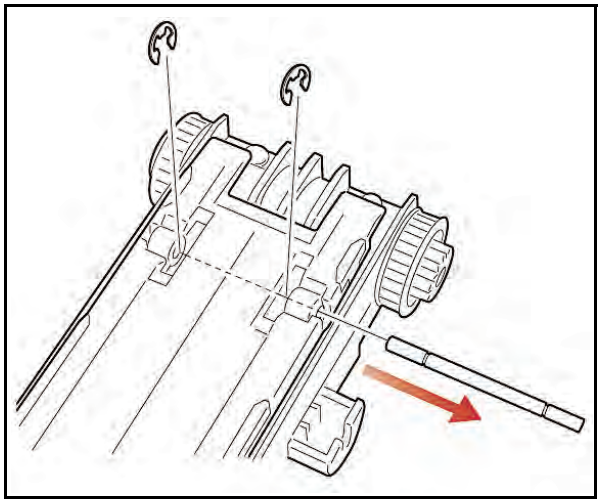

Figure 4-13 Pusher Shaft Removal
1. Remove the two shaft retaining C-clip Rings and pull the shaft out of the Pusher Plate (See Figure 4-13).